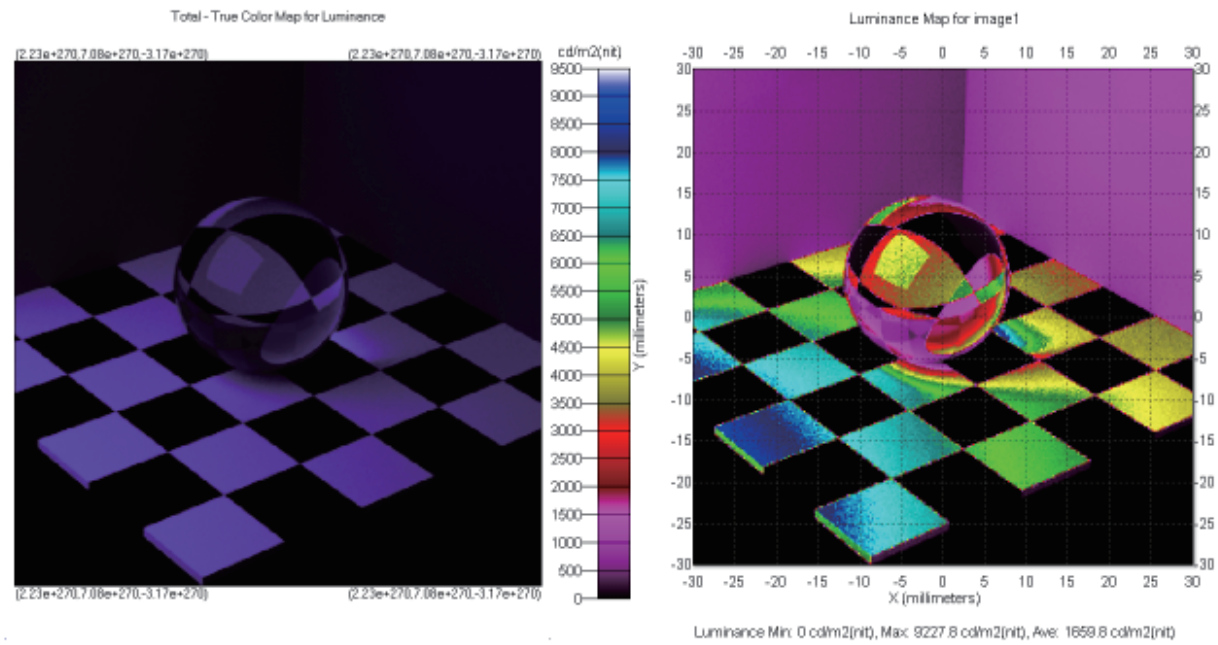

FIGURE 9.71 - Display map results with auto importance sampling.
2. ファイルを開き、図 9.71 に示すようなビューになるように操作します。ヒント：レンダリング時間はウィンドウ内のピクセル数に比例するため、レンダリングを高速化するためにウィンドウを小さくしてください。追加のヒント：ビューが希望どおりになったら、**[表示 | 名前付きビュー]** を使用してビューを保存し、モデルを保存します。これにより、名前付きビューを呼び出すことで、将来の TracePro セッションでレンダリングを繰り返すのが容易になります。